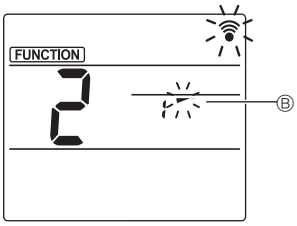

Fig. 3
③ Ajuste el ángulo del deflector (Fig. 3)